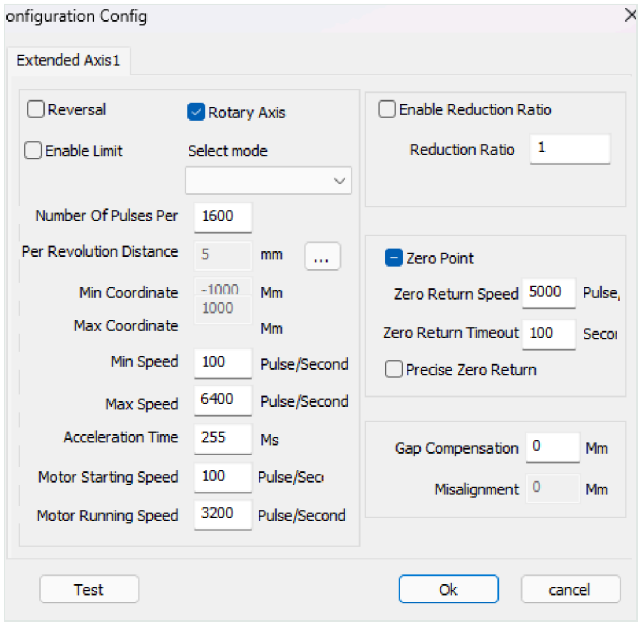

Figura 4-2 Ventana de configuración del eje rotativo, Config (F3).
3. En la ventana que se abre, presione **Config (F3)**. Aparece la ventana de configuración del eje (figura 4-2).